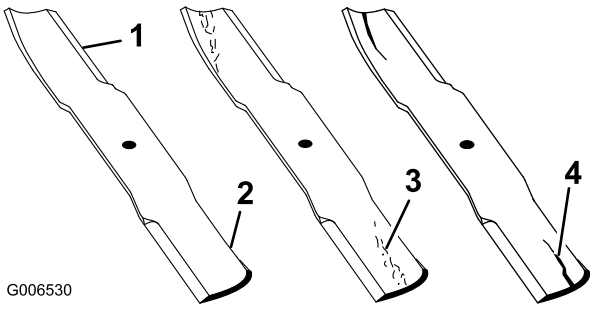

Figur 76
1. Kontrollera eggarna (Figur 76).
4. Montera omedelbart en ny kniv om du upptäcker sprickor, slitage eller spårbildning i detta område (Figur 76).